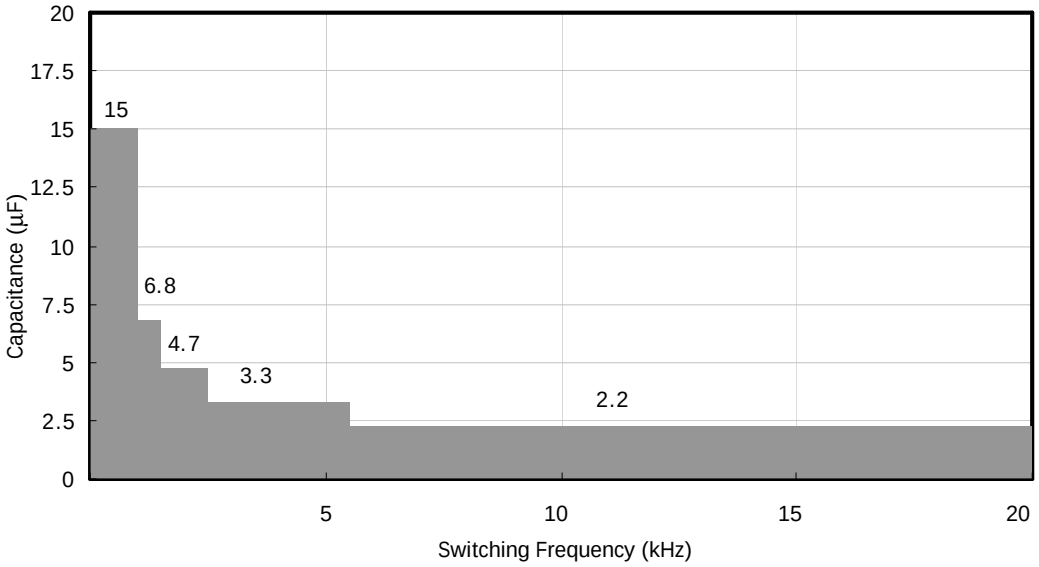

Figure 9. Recommended minimum Bootstrap Capacitor Value Vs Switching Frequency
3. Value of the boot-strap capacitors depends upon the switching frequency. Their selection should be made based on IR design tip DN 98-2a, application note AN-1044 or Figure 9.